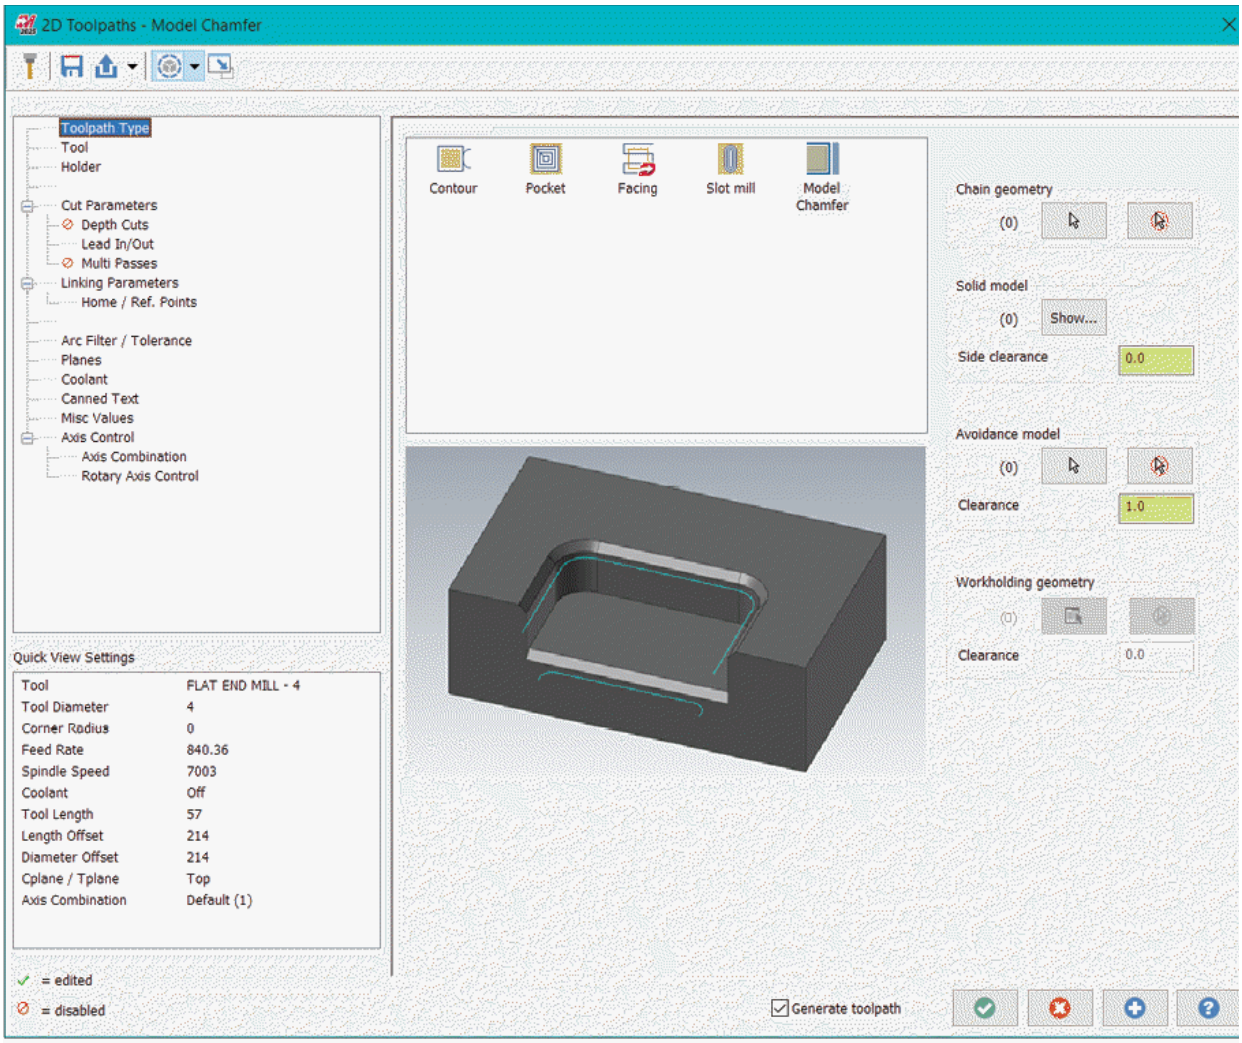

Figure-59. 2D Toolpaths-Model Chamfer dialog box
- Click on the **Model Chamfer** tool from the expanded **2D** group in the **Toolpaths** tab of the **Ribbon**. The **2D Toolpaths - Model Chamfer** dialog box will be displayed; refer to Figure-59.